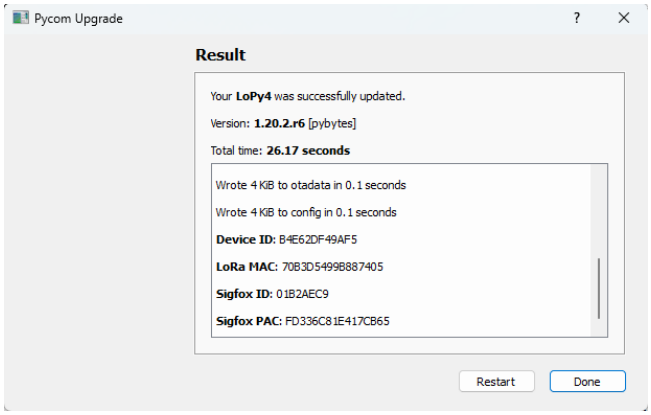

Figure 15: Firmware update completed successfully. Note the Device ID and LoRa MAC displayed.
6. Click *Update* and wait for the process to complete (see Figure 15).